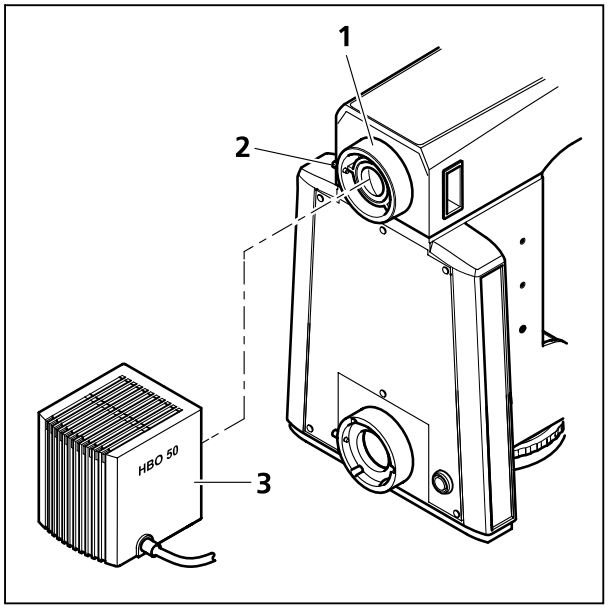

Bild 3-33 HBO 50 ansetzen
- Leuchte HBO 50 (Bild 3-33/**3**) an Anschlussstutzen (Bild 3-33/**1**) des Stativoberteils ansetzen, ausrichten und Klemmschraube (Bild 3-33/**2**) festziehen.